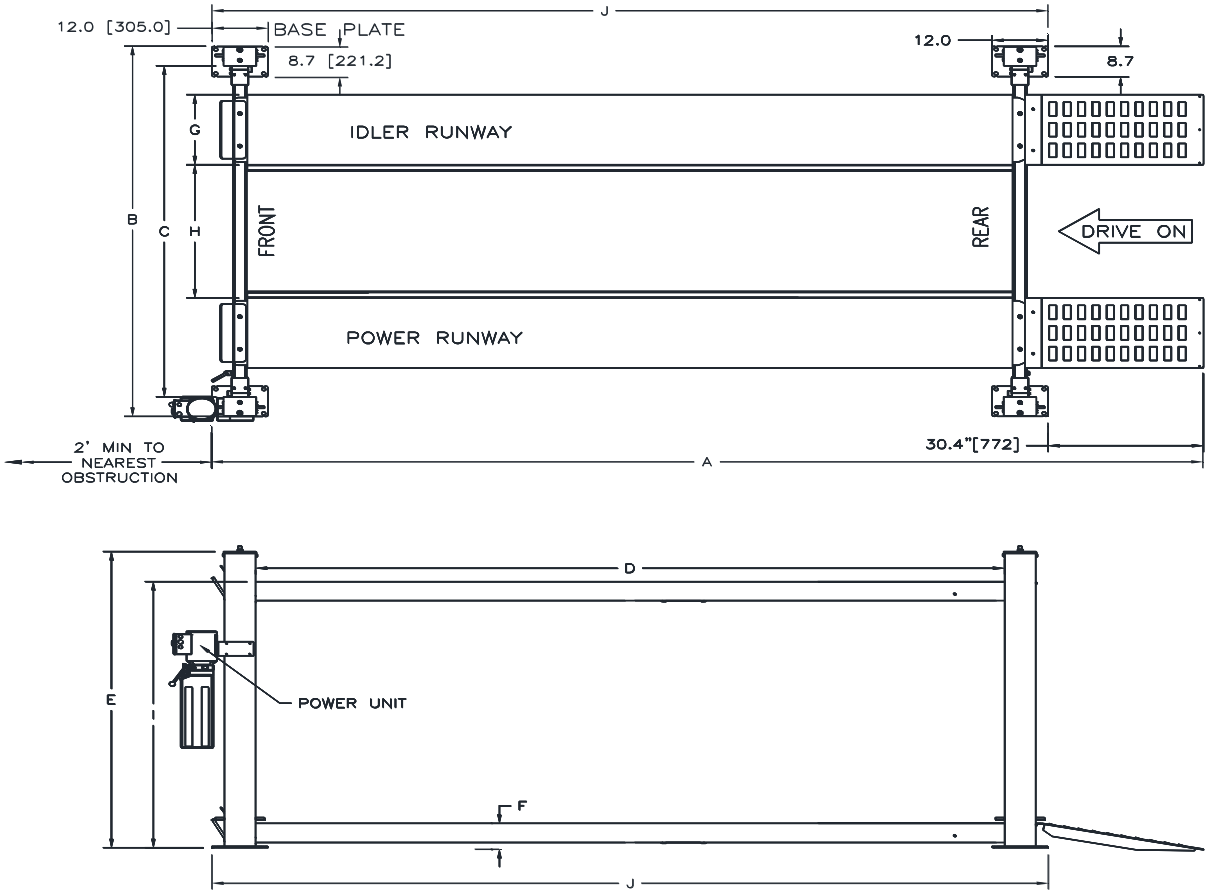
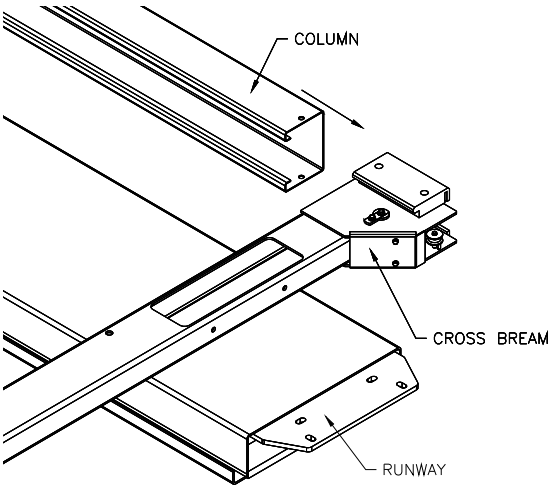

Fig 1 – General Specifications and Service Bay Layout
Fig 5 – Column/Cross Beam Assembly
1) Lay out the service bay according to the architect's plans or owners' instructions ***(see Fig 1***). Be certain that the proper conditions exist, see pages 2 & 3.
5) Remove the top cap and ladder bar from each column assembly and place the columns close to each corner per layout (**Column with the power unit bracket goes at the front left column position per Fig 1**).
6) With the runways spaced per **Fig 1**, lay the cross beams on the runway per **Fig 5** below. Place cardboard between the runway and cross beam. Slide the column over the ends of the slide blocks on the cross beam. Repeat for each column.